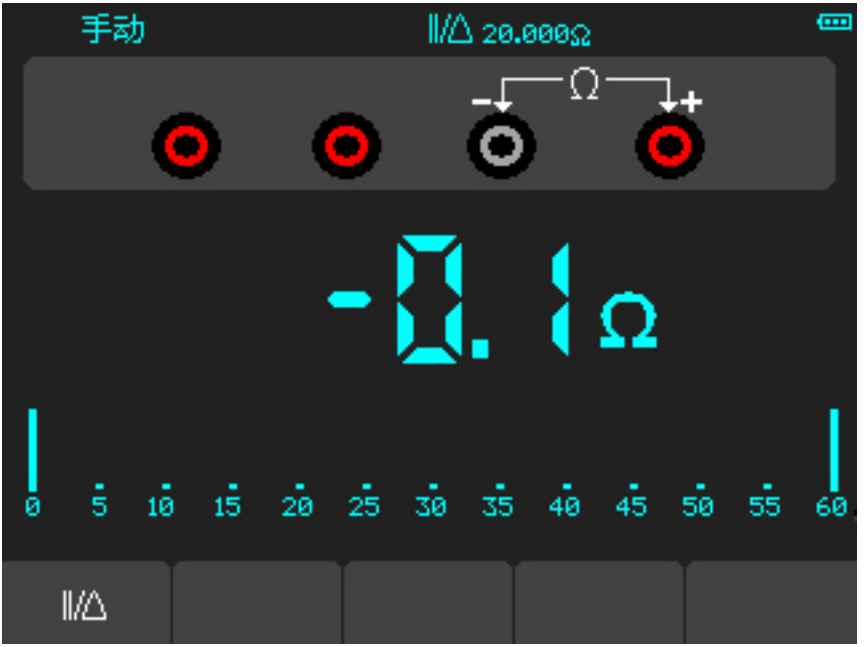

图 4-12 相对值测量界面
d)等到读数稳定后，按 F1 键，进入相对值测量状态，屏幕上方显示||/△，并在||/△旁边显示基准值（如图4-12）。